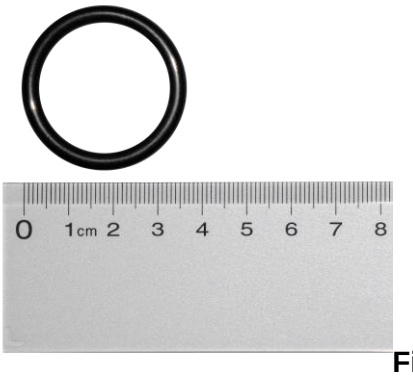

Fig. 10
- Remplacement de tous les joints toriques. Fig. 10.